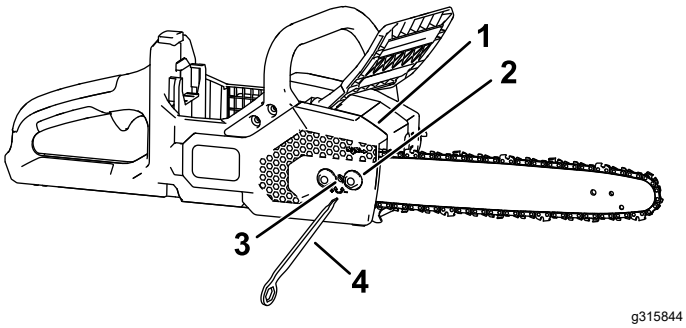

Figur 28
5. Løsn møtrikkerne på sidedækslet ved hjælp af det indbyggede multiværktøj, men fjern ikke dækslet (Figur 28).
7. Juster kædespændingen ved hjælp af det indbyggede multiværktøj, og fastgør derefter kædesavens sidedæksel ved at spænde møtrikkerne (Figur 28).
2. Fjern sidedækslet ved at løsne de to møtrikker, der fastgør dækslet (Figur 28).
3. Løsn kæden ved at skrue skruen til kædespænding mod uret (Figur 28).